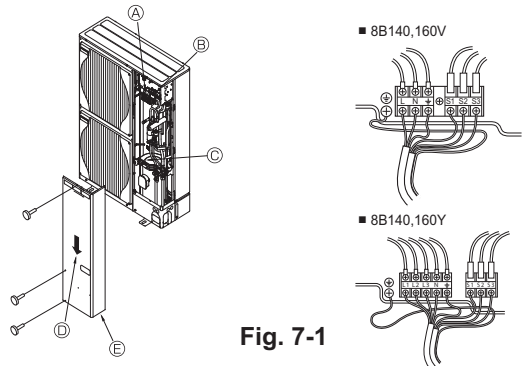

Fig. 7-1
7.1. Außenanlage (Fig. 7-1)
① Die Bedienungsplatte abnehmen.
② Die Kabel gemäß der Fig. 7-1 verdrahten.